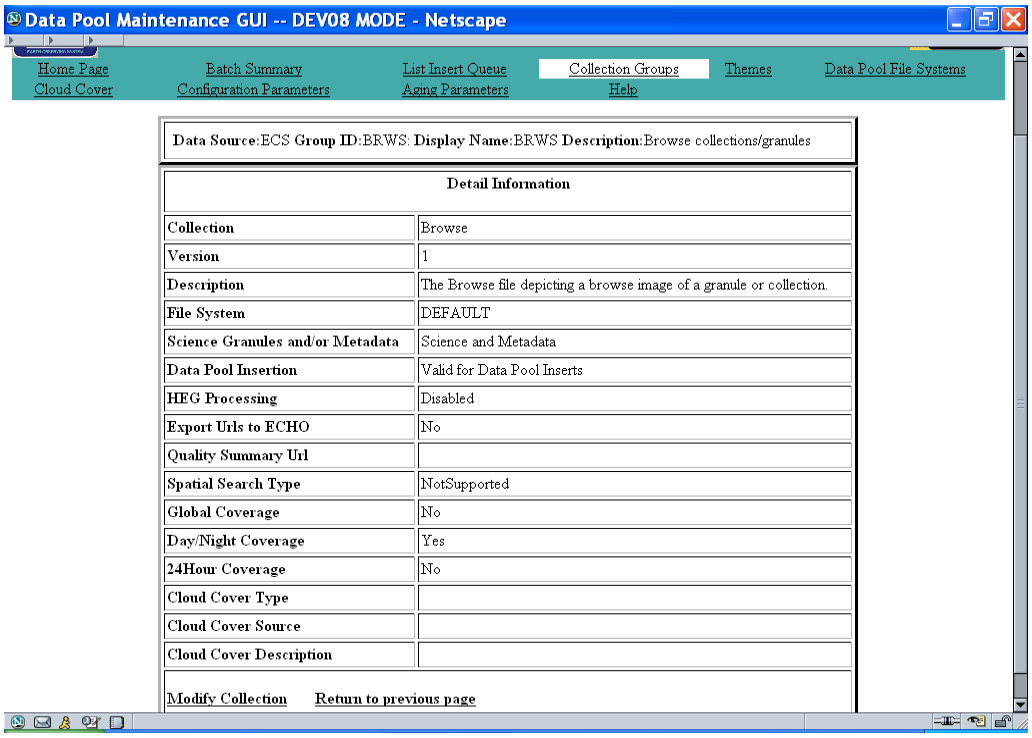

Figure 14.10-16. Collection Detail Information Page
At the bottom of the **List of Collections** page, there is a link that permits a full-capability operator to **Add New Collection** or **Delete a Collection.** A click on one of the **Collection (Click for Detail Information)** ID links brings up a collection **Detail Information** page (Figure 14.10-16) listing the same information for the collection as was displayed on the **List of Collection** page plus some additional information. The additional information includes a **Description**, **File System**, **Cloud Cover Type**, **Cloud Cover Source**, and **Cloud Cover Description**.
- The **Detail Information** page (see Figure 14.10-16) for the selected collection is displayed.